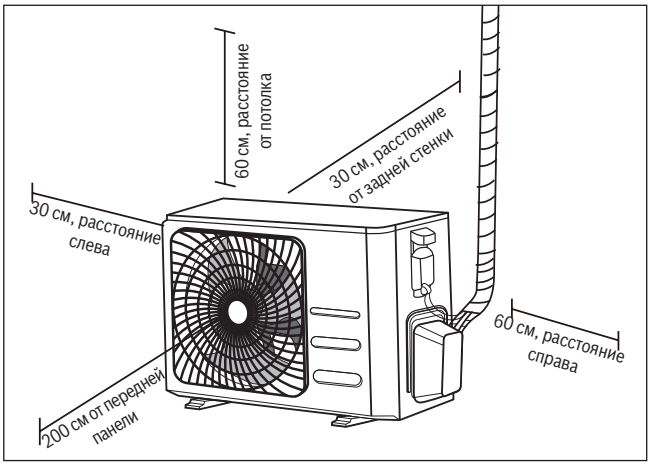

Рис. 23.
- выполнять все требования, предъявляемые к площади размещения, описанные в требованиях к месту установки (**рис. 23**)